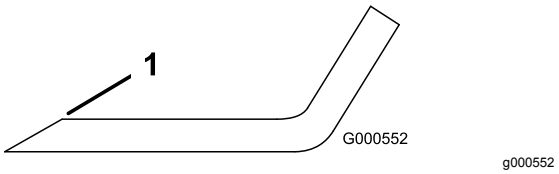

Figur 103
1. Anvend en fil til at slibe begge ender af skærekniven (Figur 103).
Bemærk: Hvis kniven ikke er afbalanceret, skal der slibes lidt mere metal af sejlområdet (Figur 103).